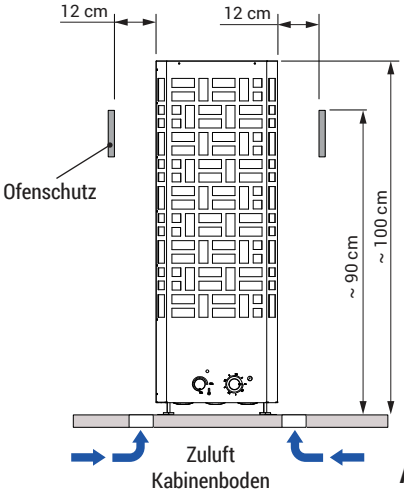

Abb. 3
- Die Höhe des Ofenschutzes muss etwa den Maßen in Abb. 3 entsprechen.